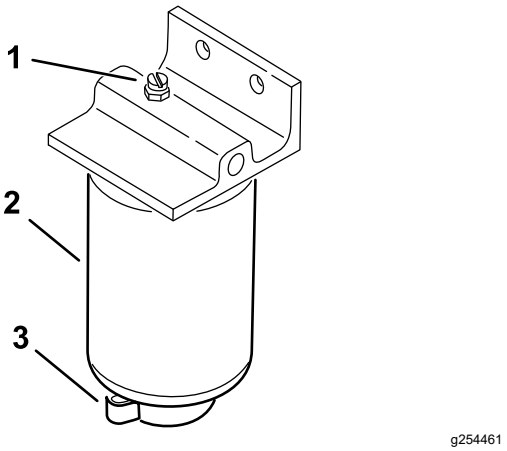

Figure 36
4. Ouvrez le robinet de vidange du filtre et le reniflard (Figure 36).